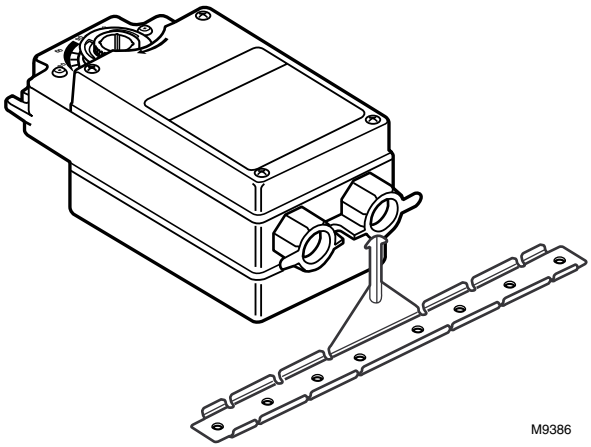

Fig. 2. Installing mounting bracket on ML8175 Direct Coupled Actuator.
3. Install the mounting bracket (see Fig. 2) and adjust it to support the actuator at the correct height. Mark the screw holes for installing the mounting bracket on the damper housing.